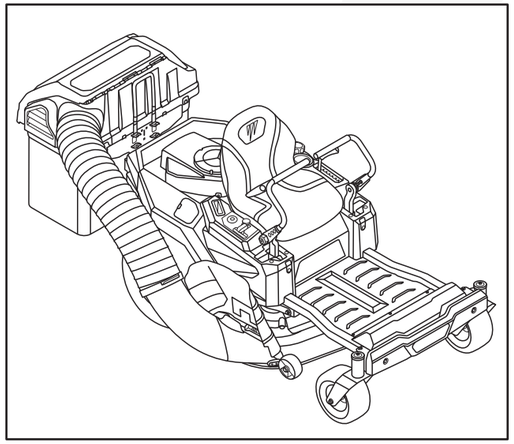

Fig. 17
3.Podadora con recogedor de hierba y contrapeso montados, como se muestra en la Fig.17.